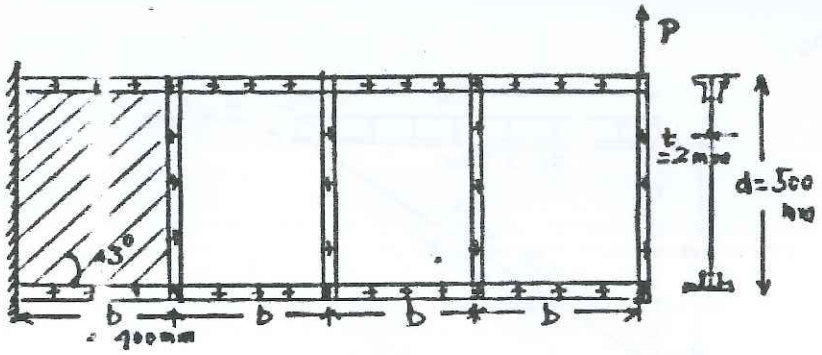

Fig. 6
b. A tension field beam is shown in Fig.6. The cross-section area and moment of inertia of the flanges are 500 mm^2 and 1000 mm^4. The thickness of the sheet is 2 mm. Determine the failure status of the wing beam and modify the design if there is a failure in the flanges or the stiffeners. **08**